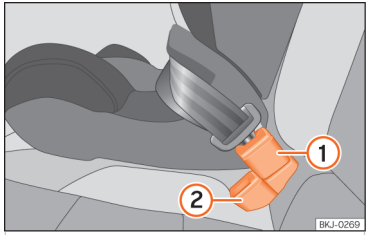

Abb. 40 Position des Gurtschlosses auf der Rücksitzbank
- Gurtschloss für den mittleren Sitzplatz ››› (Abb. 40) ① hinter dem Gurtschloss für den äußeren Sitzplatz ››› (Abb. 40) ② anbringen.
- Schlosszunge des Sicherheitsgurts des mittleren Sitzplatz in das Gurtschloss für den mittleren Sitzplatz ››› (Abb. 40) ① stecken, bis es hörbar einrastet.
- Damit die Gurte richtig eingelegt sind, sollten die Gurtschlösser nicht verdreht werden ››› (Abb. 40).